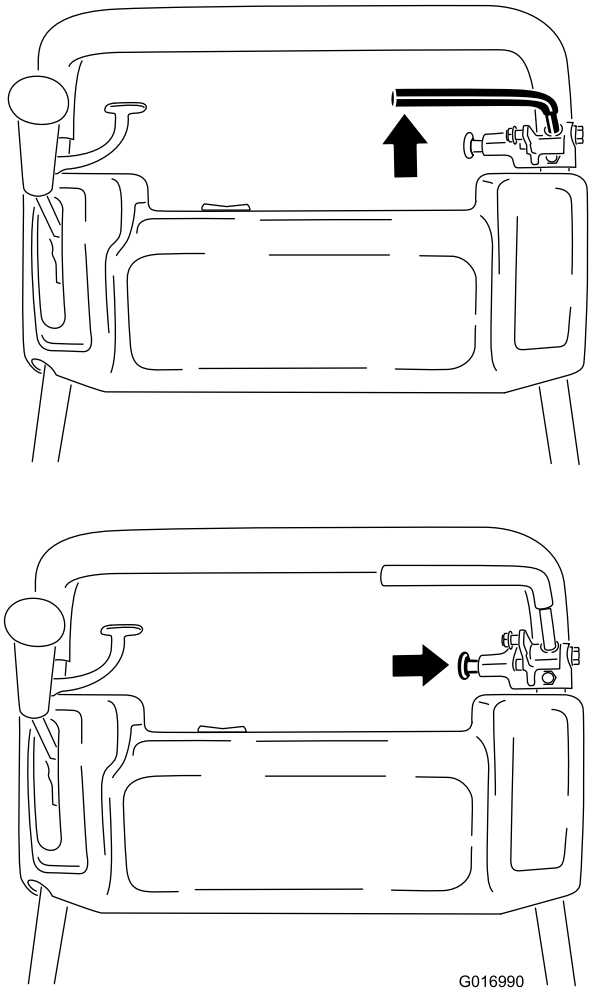

**Figuur 31**
1. Schakel de bedrijfsrem volledig in en duw de knop van de parkeerrem in zodat de bedrijfsrem op de pen van de parkeerrem rust (Figuur 31).